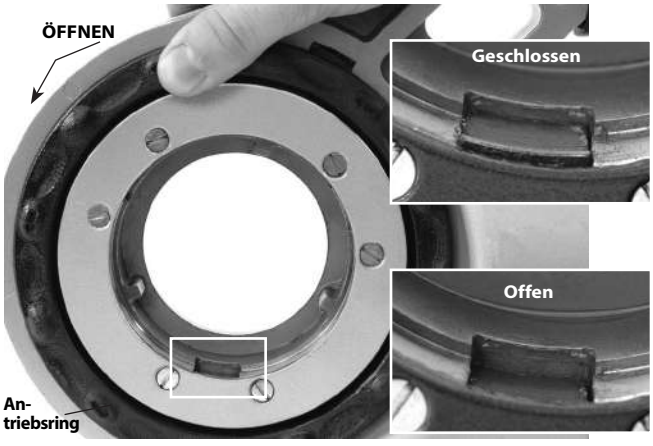

Abbildung 7 - Haltemechanismus, Antriebsring in der offenen / geschlossenen Position
b. Drehen Sie den Antriebsring gegen den Uhrzeigersinn, um den Haltemechanismus zu öffnen. Stecken Sie das Kerbverzahnungsende des Schneidkopfs oder Adapters (falls erforderlich) in die Gewindeschneidmaschine. *(Abbildung 7)*.